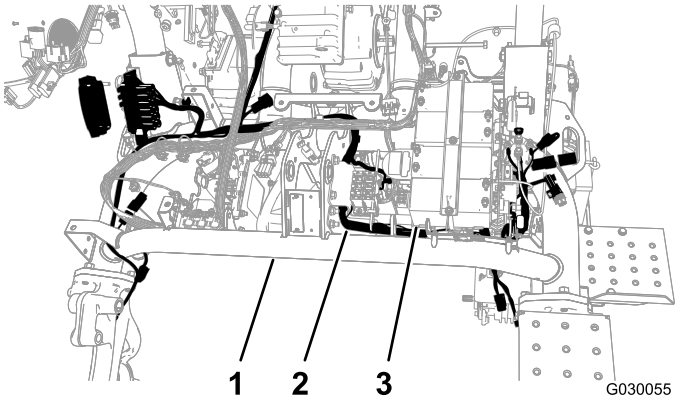

Figure 4
4. Faites passer le faisceau sous le tube principal du cadre et devant les batteries des cylindres (Figure 4).
5. Faites passer le nouveau faisceau sous le tube principal entre le côté opposé du support des batteries et le tube de cadre gauche (Figure 4).